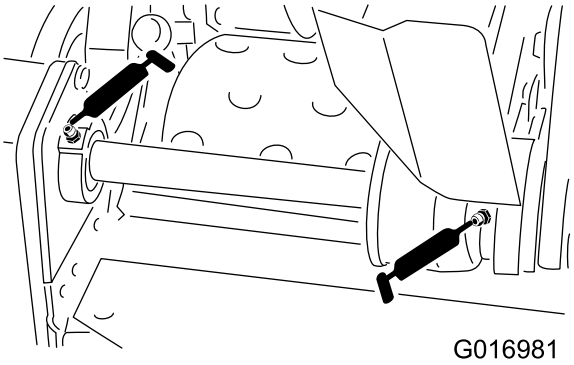

Figura 23
- 2 nos rolamentos do contra-eixo do cilindro (Figura 23)